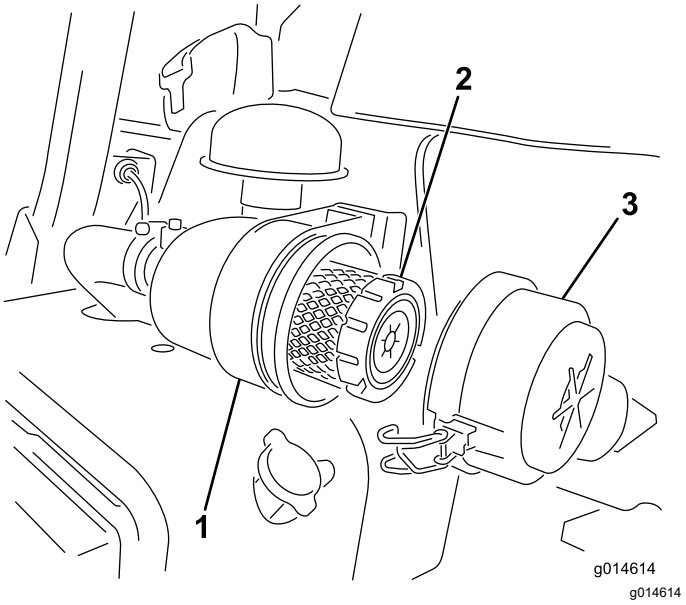

**Figura 29**
1. Rilasciate i fermi che fissano il coperchio del filtro dell'aria al relativo corpo (Figura 29).
7. Fissate i fermi (Figura 29).